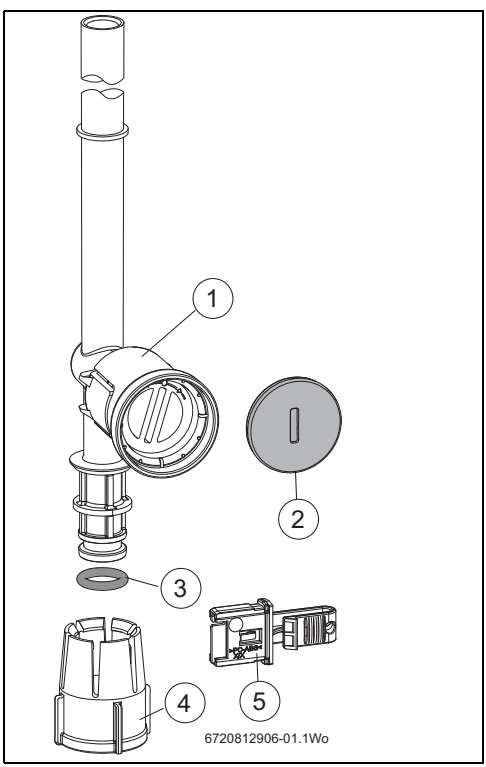

Bild 1 Gasrohrgruppe
- ▶ Sicherstellen, dass der O-Ring am unteren Rohrende befestigt ist (siehe Abb. 1). Für den Fall, dass der alte O-Ring verloren gegangen oder beschädigt ist, liegt ein neuer bei.